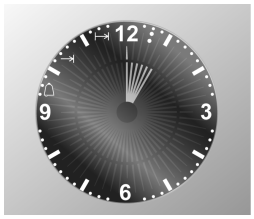

Fig. 4
- use the + / - keys to set the **cooking duration**; one press of key + adds **one minute** cooking time and every **twelve minutes one internal segment** illuminates (**Fig. 4**). After **7 seconds** the cooking programme starts and the symbol appears.
- use the + / - keys to set the **cooking duration**; one press of key + adds **one minute** cooking time and every **twelve minutes one internal segment** illuminates (**Fig. 4**);